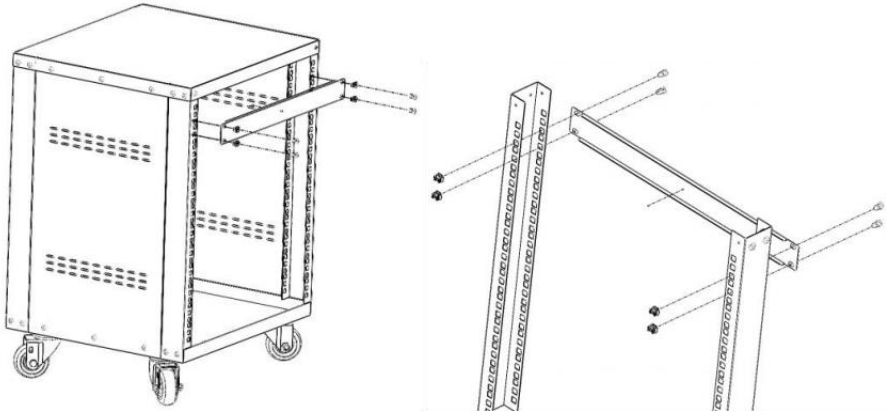

Rysunek 5
5. Miejsce 1U śrepy panel l (⑤) na stojaku . Zabezpiecz za pomocą 4 szt. M 6 klatka szybowa orzechy (⑧) i 4 szt. M6*12 śrub z łbem krzyżakowym (⑨) Zobacz rysunek 5 .